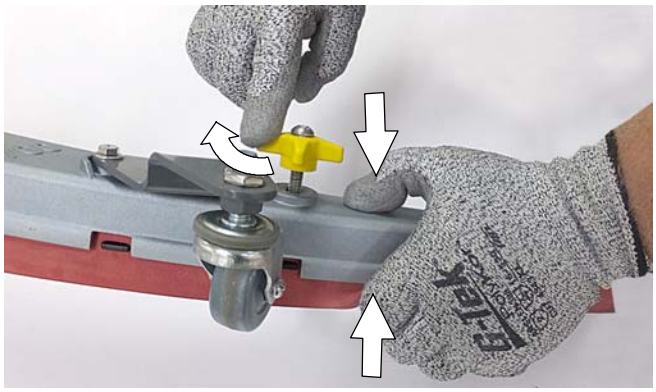

図　88
5. ブレードリテーナとスクイージーフレームを互いに押し付け、2つの外側のノブを再度締め付けます（図88）。